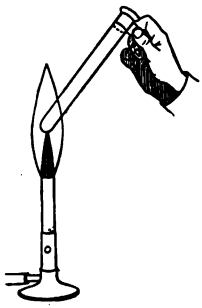

Fig. 46.
2. Heat it for a moment (Fig. 46), but do not drive the gas into the room. Look for any liquid particles on the sides of the tube. What are they likely to be? Before the tube gets full, pour off the gas into one or more recs., then cover the latter with glass or paper.